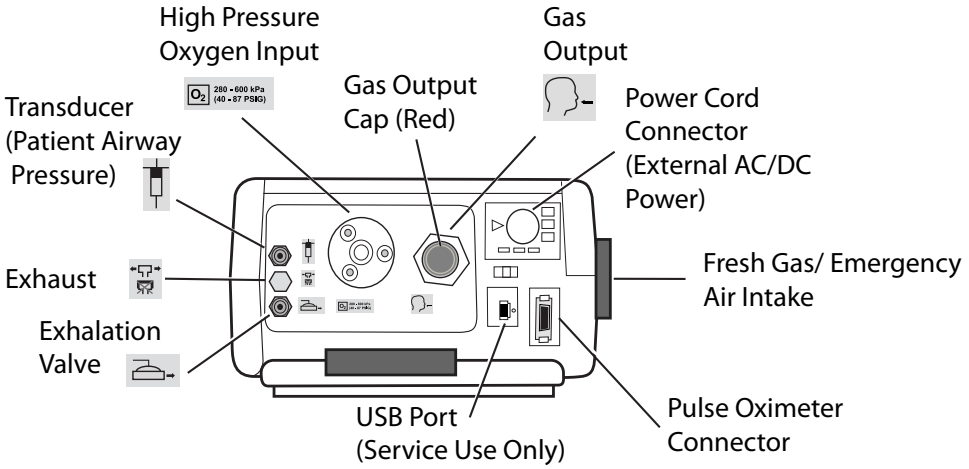

**Figure 2-6 Top Panel**
The oxygen hose, patient circuit, external power, and pulse oximeter attach to the top panel of the ventilator. The USB port is only used when servicing the device.The ventilator top panel appears as shown in Figure 2-6.
**Note:** The ventilator is shipped with a red cap covering the Gas Output (called out in Figure 2-6) to protect it from dust and other contaminants. The red cap should be saved and reused when the ventilator is stored or not in use.